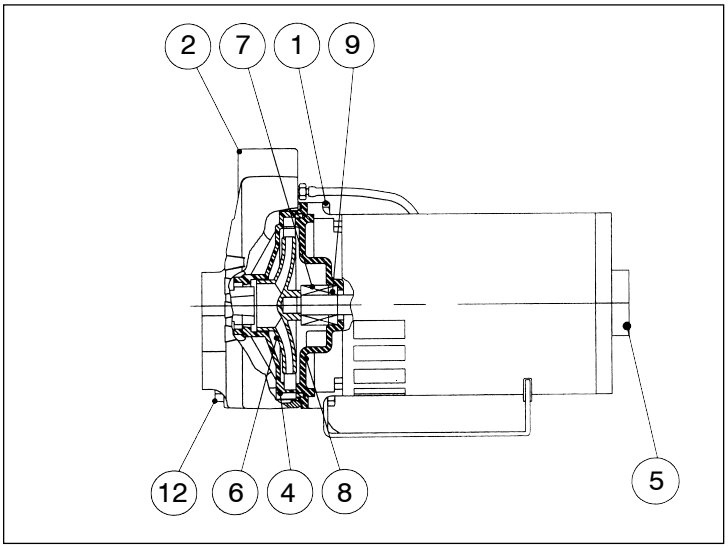

Fig. 4
b) Remplacement du joint mécanique : (Voir Fig. 4)